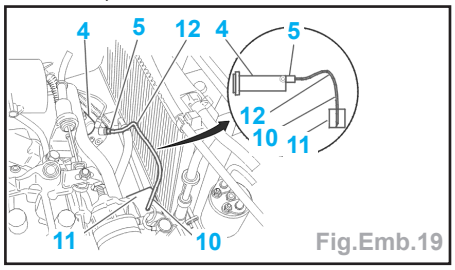

Fig.Emb.19
- Brancher un tuyau transparent (10) sur la vis de purge (5) et le relier à un bocal (11) situé plus bas que le cylindre récepteur de commande hydraulique (4) (Fig. Emb.19).